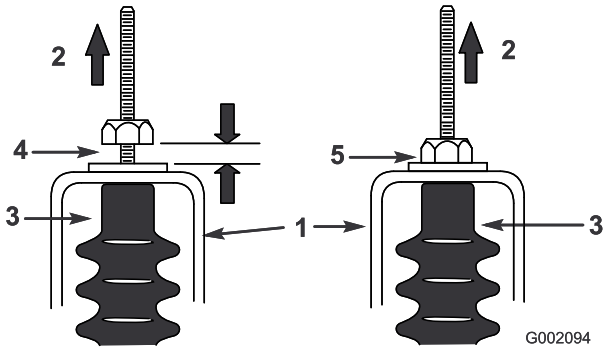

Figur 36
5. Træk begge skiftekabler op for at sikre, at der er en afstand på 0,8-1,5 mm mellem møtrik/spændeskive og den neutrale konsol (Figur 36). Hvis der ikke er nogen afstand, skal møtrikkerne justeres, så der opnås en afstand på 0,8-1,5 mm.